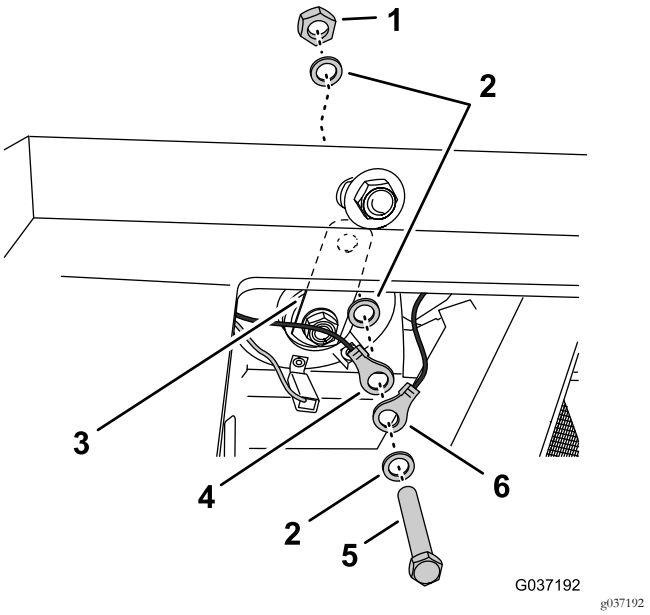

Figure 22
4. Retirez le boulon, les rondelles et l'écrou qui fixent la cosse à anneau du faisceau de la machine et le support de l'avertisseur sonore (Figure 22).